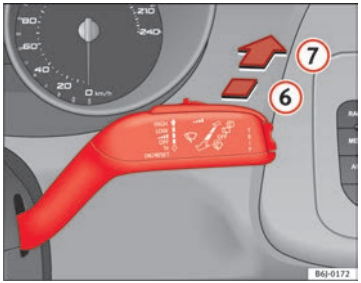

Fig. 68 Windscreen wiper and windscreen wash lever: rear window wiper
– Press the lever forwards to position (6) ⇒ Fig. 68. The wiper will wipe the window approximately every 6 seconds.
– Press the lever fully forwards to position (7) ⇒ Fig. 68. The rear wiper and washer operate at the same time. The windscreen wash system will function as long as you hold the lever in this position.